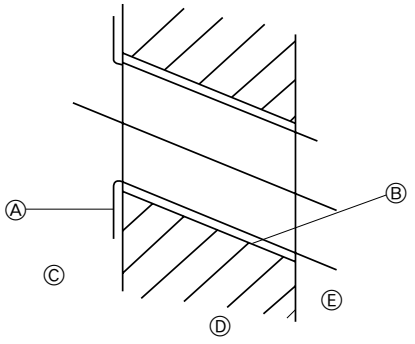

Fig. 3-3
2) Die Löcher für die Rohrleitung bohren (Fig. 3-3)